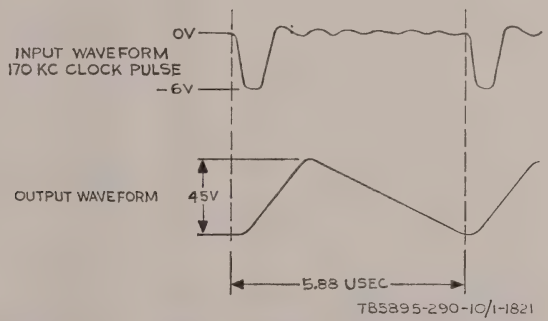

Figure 1. Write amplifier card assembly 530231, waveform diagram.
i. Observe that the waveform at jack B corresponds to the output waveform shown on figure 1.
l. Set TRUE-FALSE switch K to FALSE. Observe that the waveform at B corresponds to the output waveform shown on figure 1.
m. Set TRUE-FALSE switches K to TRUE, and C to FALSE. Observe that the waveform at B corresponds to the output waveform shown on figure 1.
p. Observe that the waveform at jack $\overline{X}$ corresponds to the output waveform shown on figure 1.
s. Set TRUE-FALSE switch $\overline{W}$ to FALSE. Observe that the waveform at jack $\overline{X}$ corresponds to the output waveform on figure 1.
t. Set TRUE-FALSE switches $\overline{W}$ to TRUE and $\overline{U}$ to FALSE. Observe that the waveform at jack $\overline{X}$ corresponds to the output waveform on figure 1.